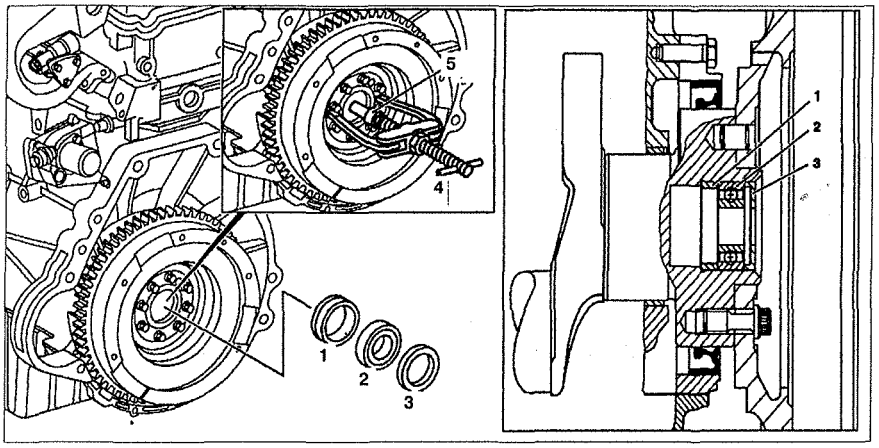

Рис. 2.60. Шарикоподшипник коленчатого вала:
3. Снимите радиальный подшипник **2** (см.рис.2.60). Снимите крышку **3** вместе с подшипником **2**.